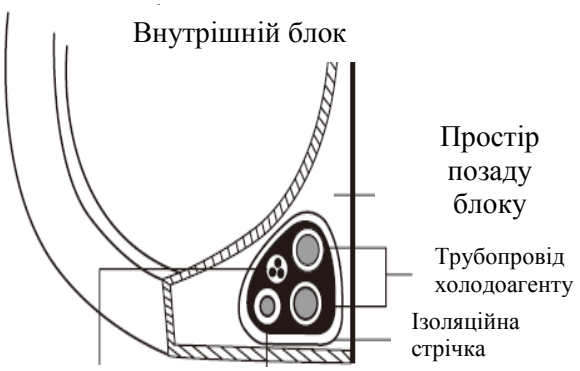

Рис. 3.12
1. Зв'яжіть дренажний шланг, труби для холодоагенту і сигнальний кабель відповідно до Рис. 3.12.
3. За допомогою ізоляційної стрічки оберніть щільно разом сигнальний кабель, труби холодоагенту і дренажний шланг. Двічі перевірте, що всі елементи зв’язані відповідно до Рис. 3.12.